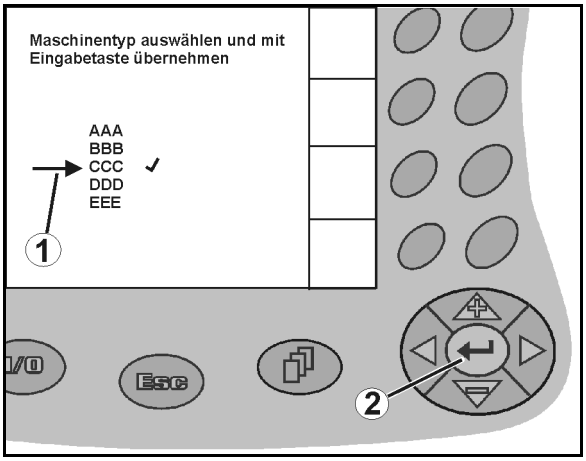

Fig. 13
1. / Position the selection arrow (Fig. 13/1).
2. Apply the selection (Fig. 13/2).